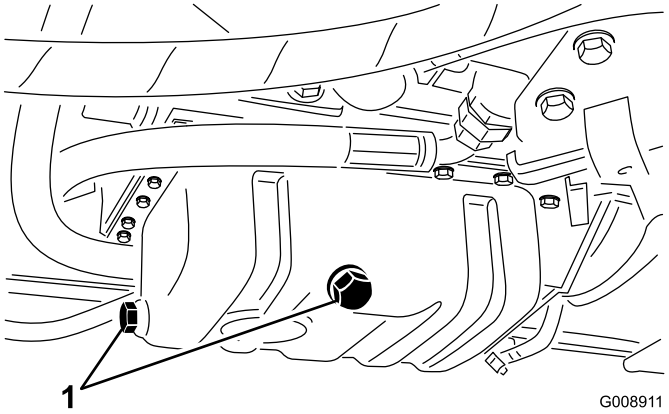

**Figur 45**
1. Ta bort någon av avtappningspluggarna (Figur 45) och låt oljan rinna ned i ett kärl. Sätt på avtappningspluggen igen när oljan har slutat att rinna.